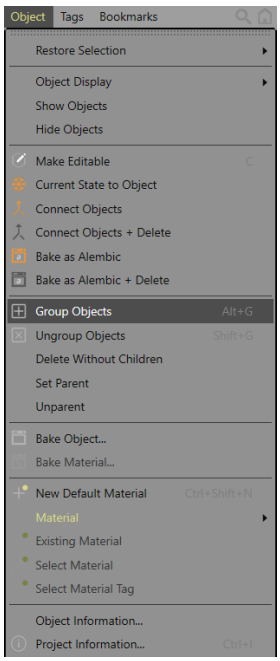

Figure 2-24 *Choosing* ***Group Objects*** *from the* ***Object*** *menu*
14. In the Object Manager, select *Boolean*, *Extrude*, and *Loft* by using the CTRL key. Next, choose **Group Objects** from the **Object** menu in the Object Manager, refer to Figure 2-24; all selected objects are grouped and *Null* is added to the Object Manager. Rename *Null* as **Door Lock** by double-clicking its label in the Object Manager.